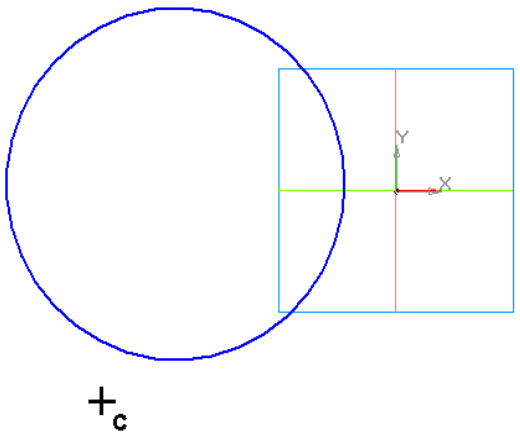

Рис. 2.19. Эскиз Окружность.
2.7. Установите радиус окружности около 40 *мм* и щелкните левой кнопкой или нажмите **Enter**. Окружность построена (рис. 2.19).